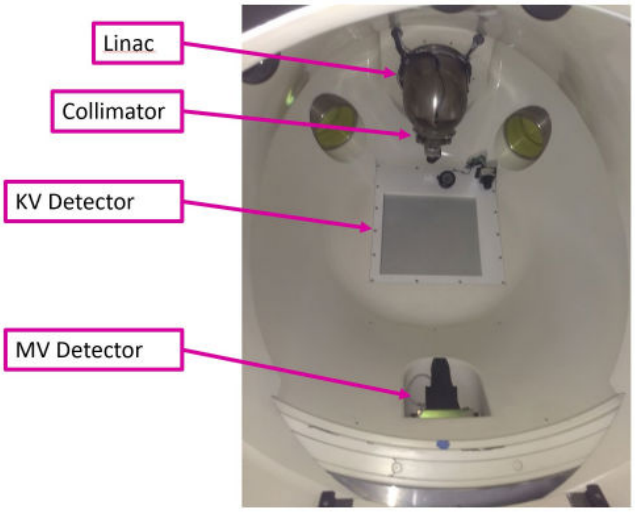

Figure 1.1.3 : L'intérieur du système Zap-X
La Figure 1.1.3 présente l'intérieur du système vu depuis l'entrée de la table.
- **Linac** : l'accélérateur linéaire se trouve à l'intérieur du système et administre les faisceaux de traitement (la Figure 1.1.3 présente l'enceinte du Linac).